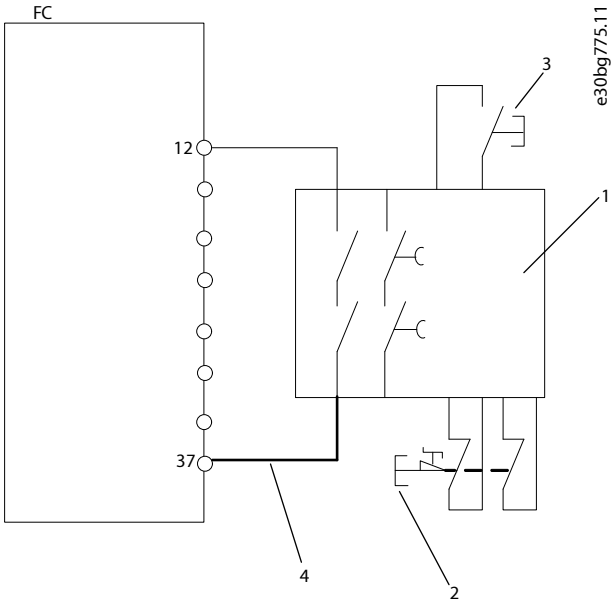

Figure 4: Installation Example Achieving a Stop Category 0 (EN 60204-1) with Safety Cat. 3/PL "d" (ISO 13849-1) or SIL 2 (EN 62061 and IEC 61508)
- The cable shown in bold in Figure 4 has to be short-circuit protected according to ISO 13849-2 table D.4.